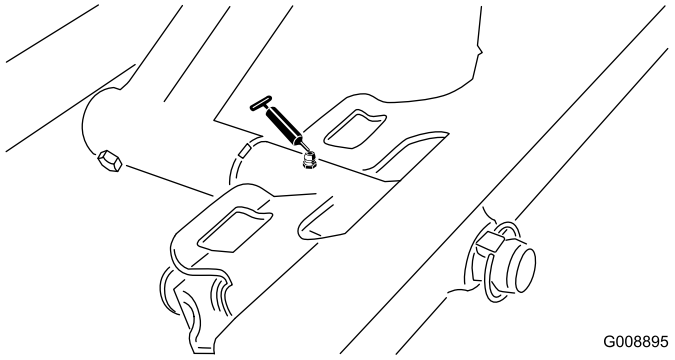

Figuur 32
- Draaipunt van voormaaidek (Figuur 32)